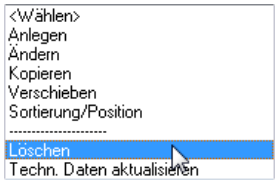

Bild 27.73 – *Seite,* Menüpunkt *Löschen*
- Wählen Sie die zu löschende Seite – im Beispiel die kopierte Seite *1. Teilhydraulik* – und klicken Sie im Listenmenü auf *Löschen* (Abb. 27.73).